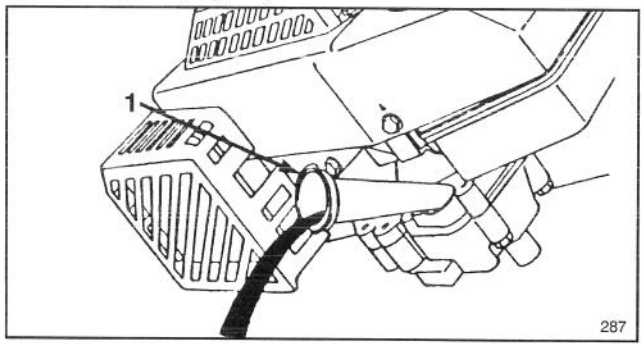

Figure 20
7. Tip mower on its left side, allowing oil to drain into drain pan (Fig. 20).